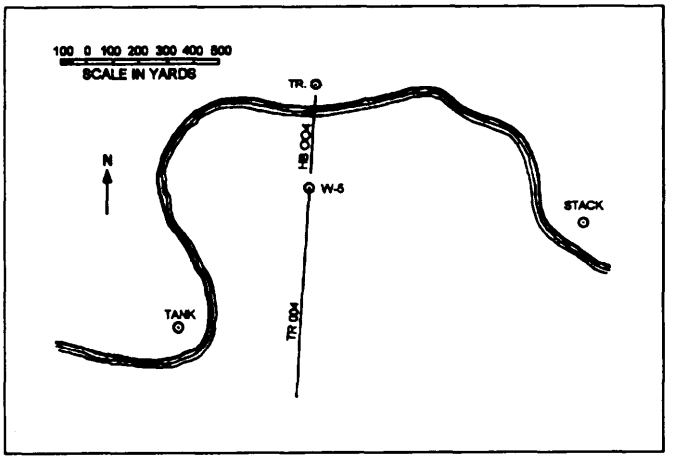

Figure 12-8. W-5 anchorage assignment.
1.	Select the approach track by considering the different objects available for a head bearing, taking into account the expected winds and current in the bay. Assuming negligible current and a northerly wind, the tower in figure 12-8 is a good choice for a head bearing.